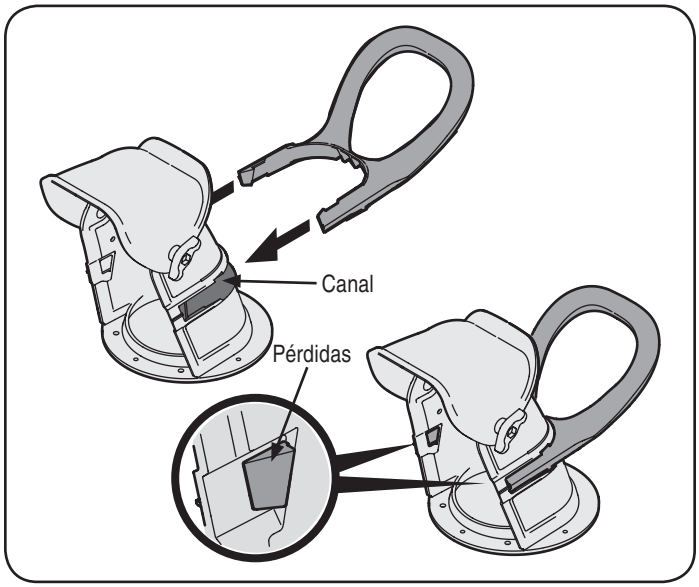

Figura 3
1. Coloque el conducto de la manija en la rampa inferior como se muestra en la Figura 3. Asegúrese de que el mango esté alineado en el canal de la tolva y las lengüetas encajen en su lugar.